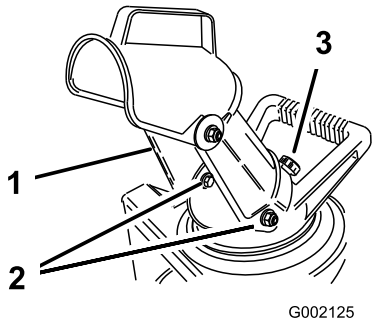

**Figure 4**
1. Position the holes in the sides of the discharge chute over the bolts ends on the sides of the chute handle. (Figure 4).